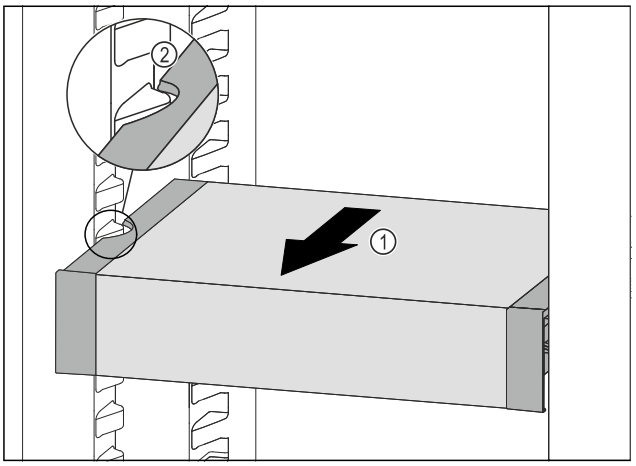

Fig. 205
- ▶ Trageți în față VarioSafe *Fig. 205 (1)*, până când degajările laterale ale VarioSafe se află la înălțimea nervurii recipientului din frigider. *Fig. 205 (2)*